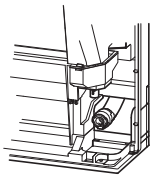

Fig. 4
- Når afløbsrørføringen udføres, skal du sikre dig, at afløbsslangen (1) føres som vist. (Fig. 4)